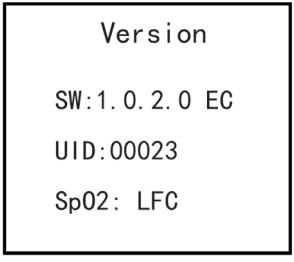

Figure 4.10H Version info
- TEMP unit: To set the temperature unit, "°C(Celsius)" and "°F(Fahrenheit)" for option, the factory default is "°F", as shown in figure 4.10H.